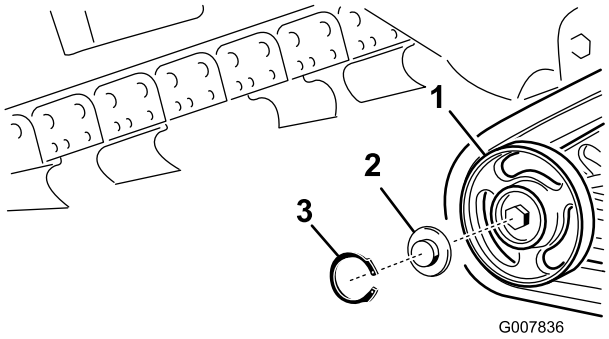

**Figur 51**
2. Ta bort låsringen och hatten från väghjulet (Figur 51).
3. Kontrollera smörjningen under hatten och runt packningen (Figur 51). Om den är smutsig, sandig eller förbrukad gör du rent så att allt fett försvinner, byter packningen och smörjer igen.
5. Sätt den infettade väghjulshatten över skruvhuvudet (Figur 51).
6. Fäst väghjulshatten med låsringen (Figur 51).